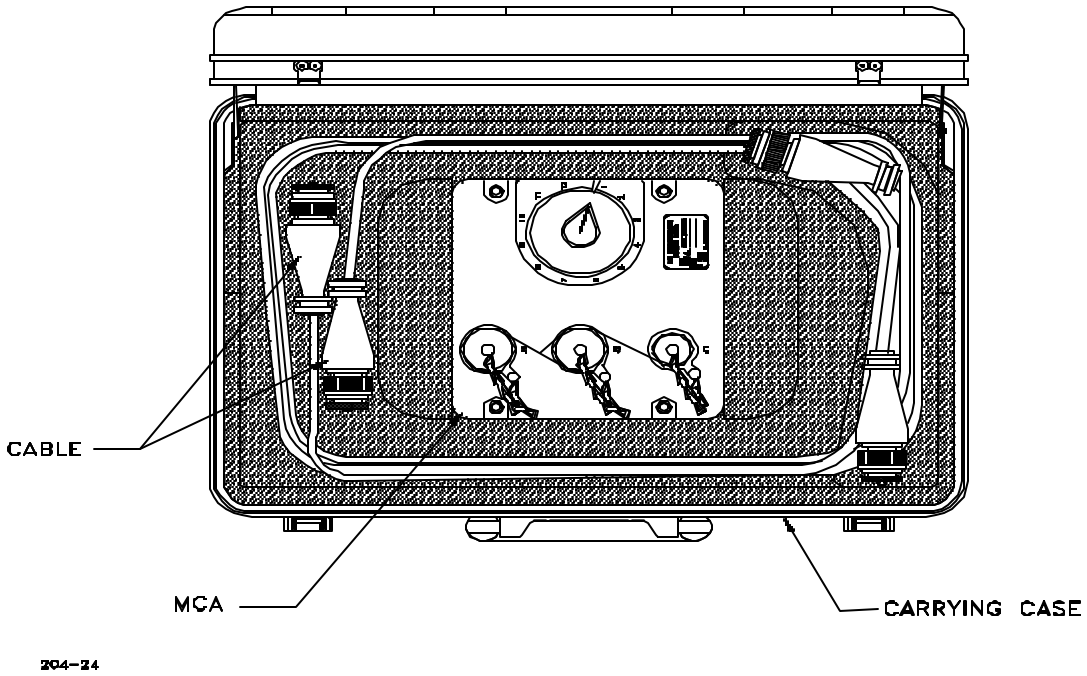

Figure H-34. MCA Carrying Case
a. Place MCA and cables in the carrying case as shown in Figure H-34.